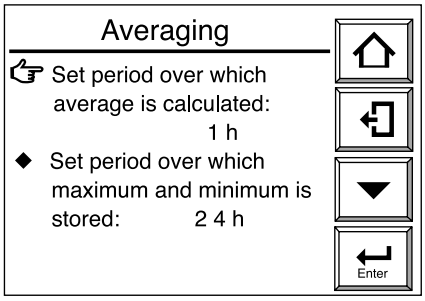

Figura 8.15 Impostazione del tempo di calcolo dei valori medi e dei tempi di controllo dei valori massimo e minimo.
(1) Premere il tasto Configurazione nel display base per visualizzare il display Esecuzione/Configurazione.
(2) Selezionare Setup nel display Esecuzione/Configurazione per visualizzare il display "Commissioning" (Configurazione).
(3) Selezionare Others nel display e quindi selezionare Averaging nel display Others. Viene visualizzato il display Averaging illustrato nella figura 8.15.
(4) Selezionare "Set period over which average is calculated" (Settaggio dei tempi di calcolo del valore medio) immettere il valore numerico per mezzo del display di immissione dei dati numerici. Per immettere 3 ore, digitare 003. Il periodo nel quale effettuare il calcolo dei valori medi può variare da 1 a 255 ore.
(5) Selezionare “Set period over which maximum and minimum is stored” (Settaggio del tempo per la memorizzazione del valore di min. e max) ed immettere il valore numerico per mezzo del display di immissione dei dati numerici. Per immettere 48 ore, digitare 048. Il range ammesso va da 1 a 255 ore.